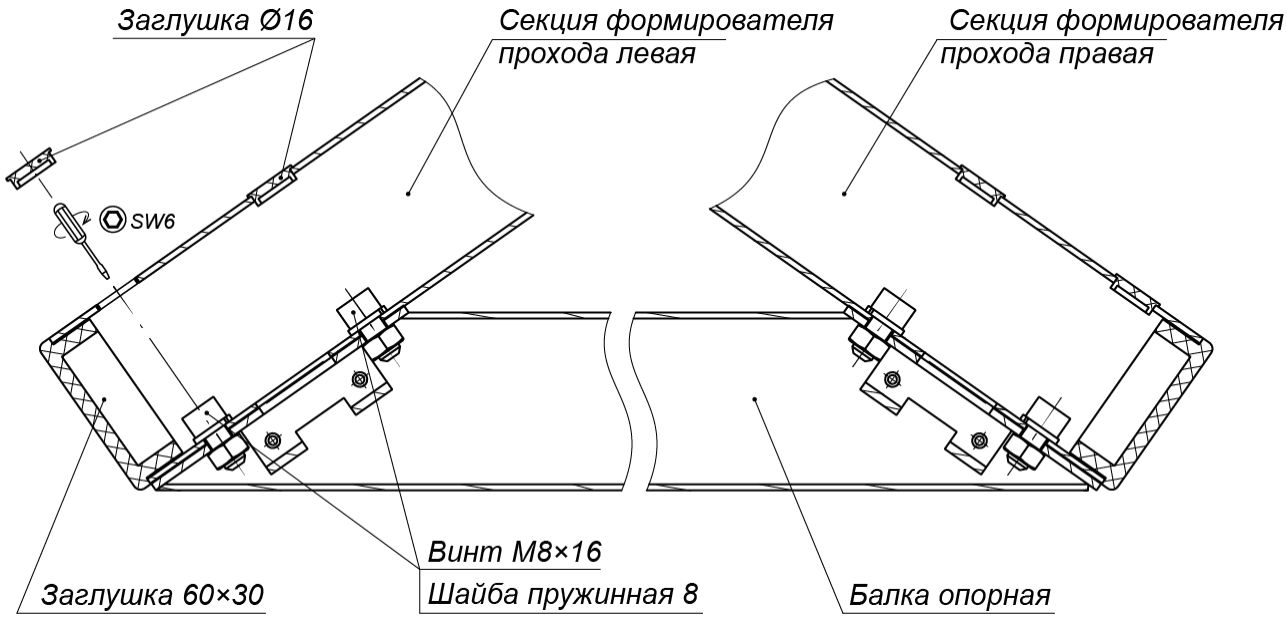
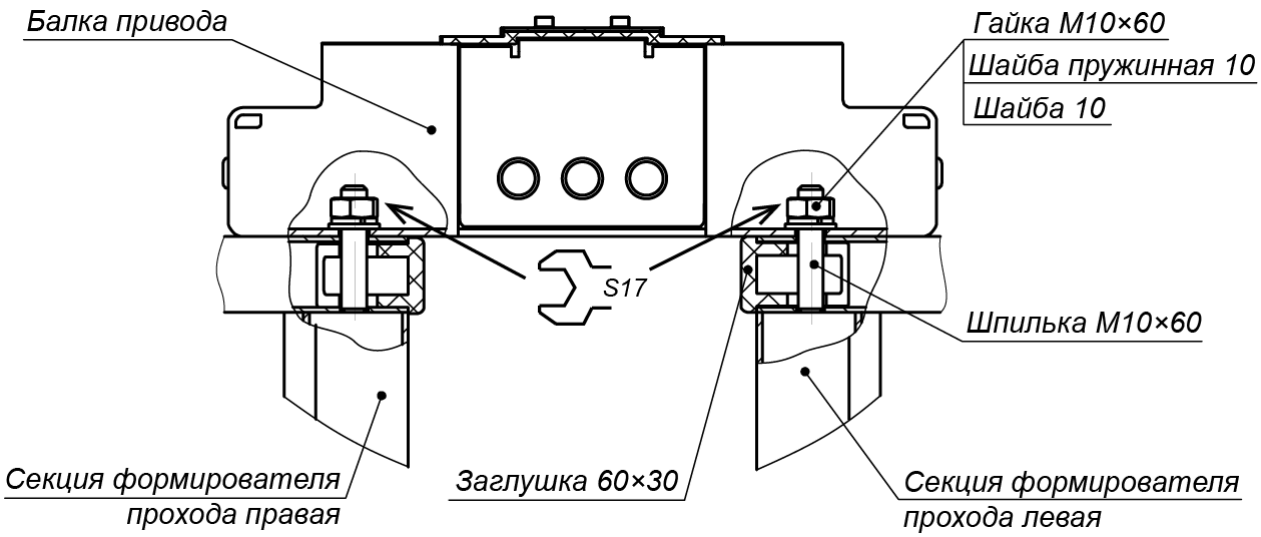

Рисунок 15. Крепление балки опорной к секциям формирователя прохода
Рисунок 16. Крепление балки привода к секциям формирователя прохода
- Установите секции (6) формирователей прохода на установочную поверхность, ориентируя отверстия в опорных фланцах по расположению анкеров. При этом левая и правая секции каждого ИУ турникета должны быть правильно выставлены и сориентированы: блоки индикации формирователей должны быть развернуты наружу (см. рис. 2) и учтено расположение на секциях мест крепления опорной балки (см. рис. 15).
14. Установите балки опорные (7) на секции (6) формирователей прохода, каждую в следующем порядке (см. рис. 15):
15. Распакуйте балку привода (9) с крышкой (10) (ящик №1).
16. Произведите монтаж балки привода (9) (работайте вдвоем!):
- Снимите крышку (10) с балки привода (см. разд. 0).
- Используя две стремянки, осторожно установите балку сверху на турникет, при этом шпильки, расположенные на секциях (6) формирователей прохода, должны попасть в соответствующие отверстия в балке. Будьте внимательны – не повредите соединительные кабели!
- Придерживая балку, осторожно приподнимите ее с одной стороны и пропустите концы кабелей индикации (14) из балки опорной (7) в соответствующие отверстия балки привода. Временно закрепите их внутри балки (к примеру, с помощью скотча). Те же самые действия произведите с другой стороны балки.
- Закрепите балку привода на секциях (6) формирователя прохода четырьмя гайками M10 с шайбами (см. рис. 16), навернув их на шпильки с помощью торцового ключа S17. Затяжка гаек предварительная, для возможности регулировки положения.
- Проверьте вертикальность положения ротора с помощью уровня. При необходимости устраните отклонение от вертикальности путем смещения балки привода (9) в пределах допуска монтажных отверстий. Окончательно затяните все гайки и винты крепления балки привода.
20. Закройте пластиковыми заглушками Ø16 отверстия для винтов соединения секций ротора (2) и отверстия крепления балки опорной (7) к секциям (6) формирователя прохода (см. рис. 15 и 19).